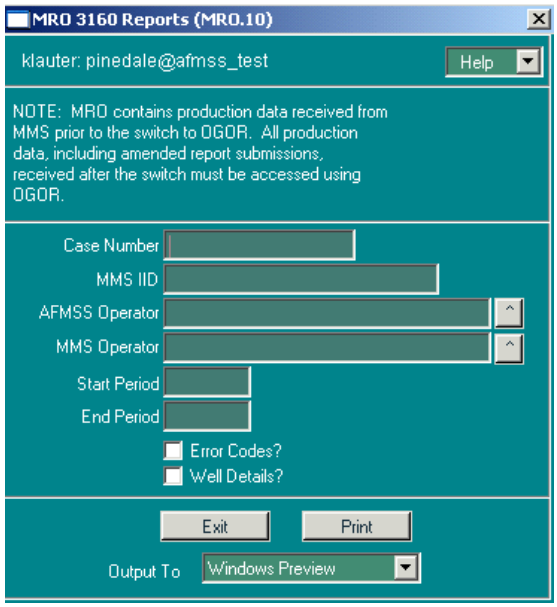

Figure 6-9: MRO 3160 Reports (MRO.10) Window
1. The MMS 3160 report can be launched from the *View MRO Document (MRO.2)* window via the **Print 3160 Form** button for a specified document or directly from the *Non-Indian AFMSS Main Menu* for all documents within a specified reporting period. Click the button in *MRO.2* or on the main menu go to **MRO/MRO Reports** and click on **3160 Report (MRO.10)** to launch the *MRO 3160 Reports (MRO.10)* window (Figure 6-9).